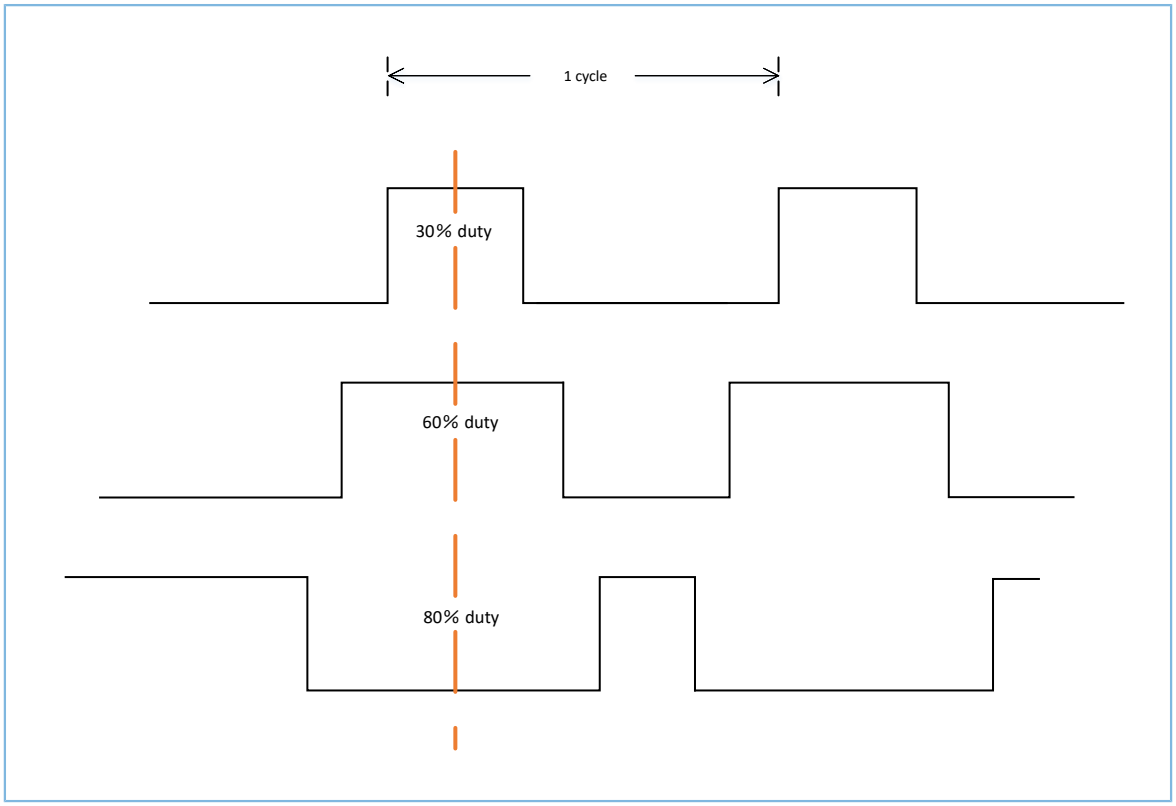

Figure 4-6 PWM center alignment
- Choose center alignment mode, as shown in Figure 4-6. All open channels are aligned in the middle of each duty cycle.